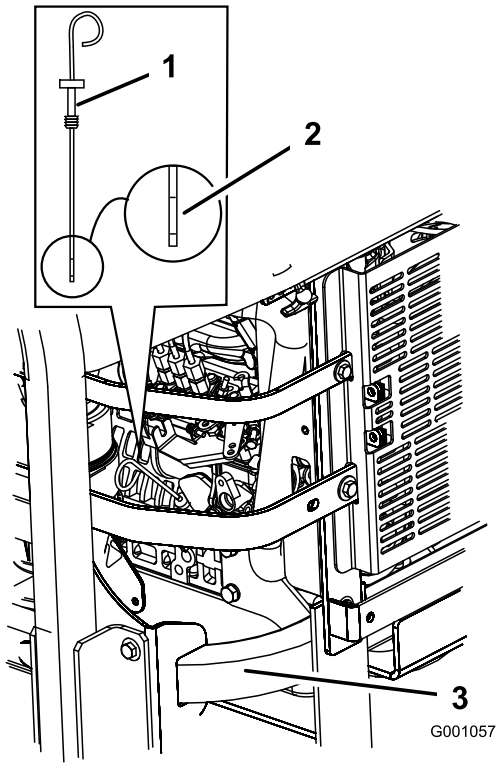

Figuur 35
3. Maak de omgeving van de peilstok schoon (Figuur 35), zodat er geen vuil in de vulopening kan komen, waardoor schade aan de motor kan ontstaan.
4. Trek de peilstok eruit en veeg het metalen deel schoon (Figuur 35).
5. Schuif de peilstok helemaal in de vulbuis. Trek de peilstok uit en controleer het oliepeil op het metalen deel (Figuur 35). Als het oliepeil te laag is, moet u langzaam net genoeg olie in de vulbuis gieten totdat het peil de Vol-markering bereikt.